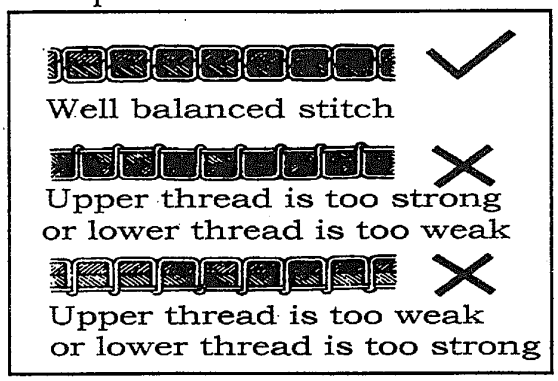

Fig.5
(1) Removing: Open the shuttle race cap and the bobbin holder, then take out the bobbin.
(2) Installation: Put the bobbin in the rotary hook case, Permit about 5 cm of bobbin thread to hand down freely. Install the bobbin in the bobbin case so that the thread wound direction is clockwise. Then close the rotary hook and the shuttle race cap.
9、ADJUSTING THE THREAD TENSION (Fig.5)